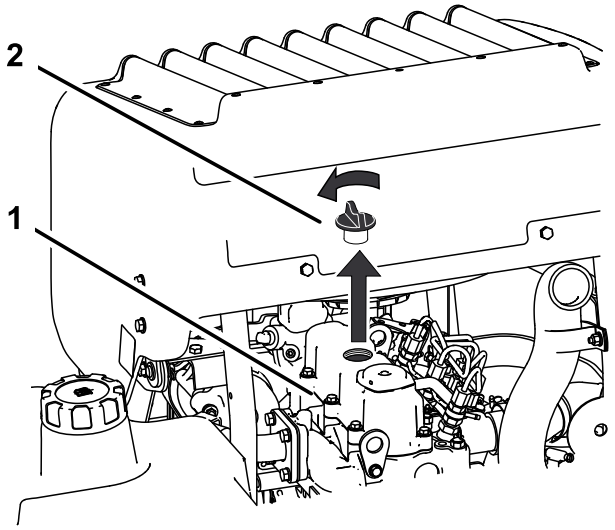

Figur 45
6. Fjern påfyllingslokket oppå motoren (Figur 45). Dette gjør det lettere å tømme ut oljen.
2. Fjern oljelokket, og skru løs peilestaven (Figur 45).